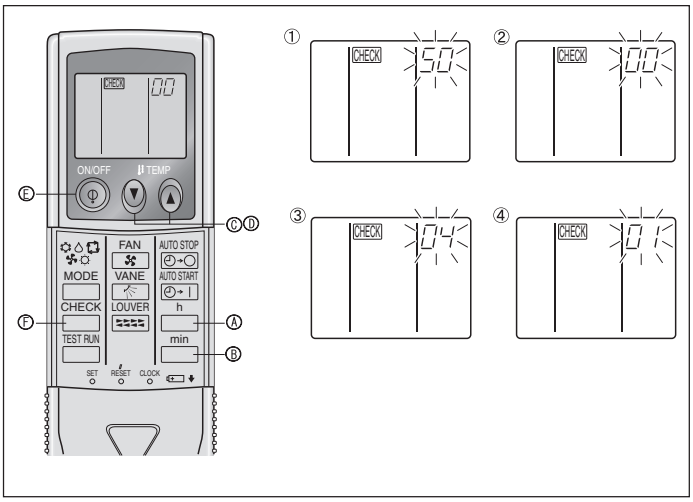

Fig. 6-16
6.3.2. À l'aide de la télécommande sans fil infrarouge (Fig. 6-16)